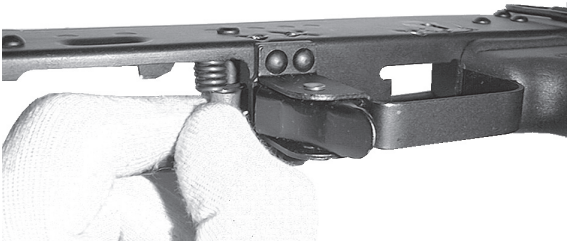

Rys. 80. Wyjmowanie spustu samoczynnego ze sprężyną z komory zamkowej
- odłączyć spust samoczynny: unieść wkrętakiem koniec sprężyny spustu samoczynnego, aby wyszedł z podtoczenia w osi i wybić wybijakiem w lewo oś spustu samoczynnego, po czym wyjąć go, wyjąć spust samoczynny ze sprężyną przez otwór do magazynka *(rys. 80)* i odłączyć sprężynę od spustu samoczynnego.